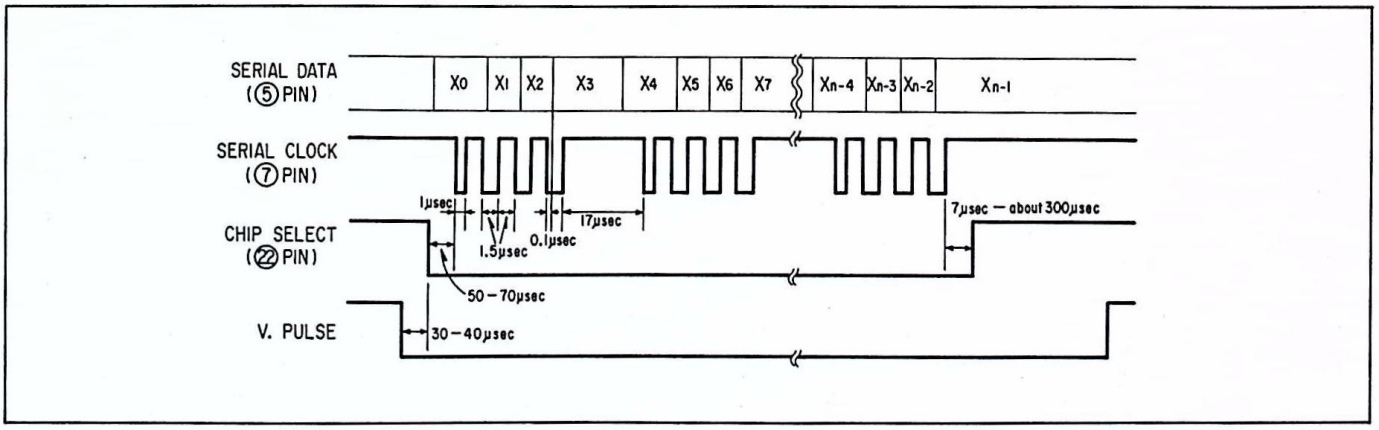

Fig. III-8
CRT DISPLAY is performed by outputing DISPLAY DATA to CRT DISPLAY IC1102 (CX7958). DISPLAY DATA is output through FREQUENCY DATA OUTPUT TERMINAL to TU202 (PPU-1A), SERIAL DATA OUTPUT and SERIAL CLOCK OUTPUT (⑤ & ⑦ Pins). The output format is also same as at FREQUENCY DATA OUTPUT and shown in Fig. III-8. This SERIAL DATA is synchronized with V SIGNAL and output repeatedly during V-BLANKING. However, the data is not sent out even during V-BLANKING while accepting SIRCS.